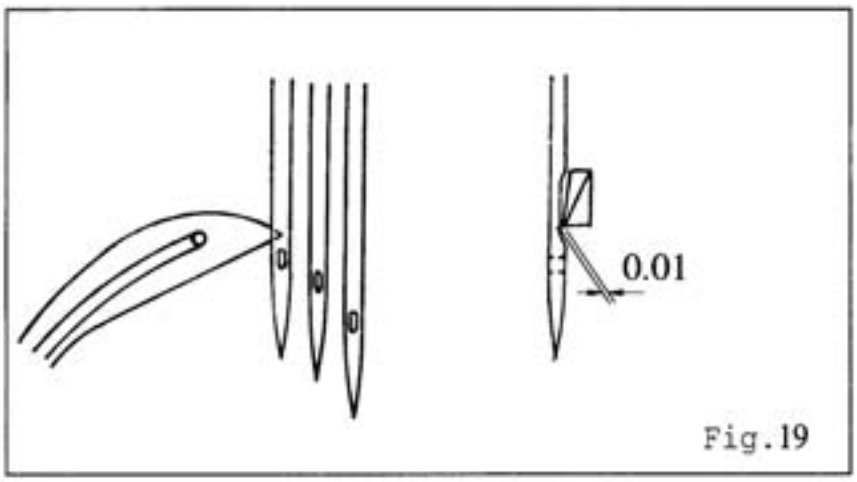

Fig.19
1. 当勾针前进通过左针时,勾针针尖与针的距离为0.01mm。（图19）
1. When the tip of Looper meets the left needle,the clearance between them should be 0.01mm. (Fig 19)